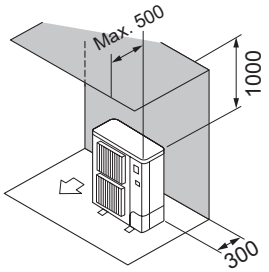

Fig. 2-8
② Obstacles uniquement à l'arrière et au-dessus (Fig. 2-8)